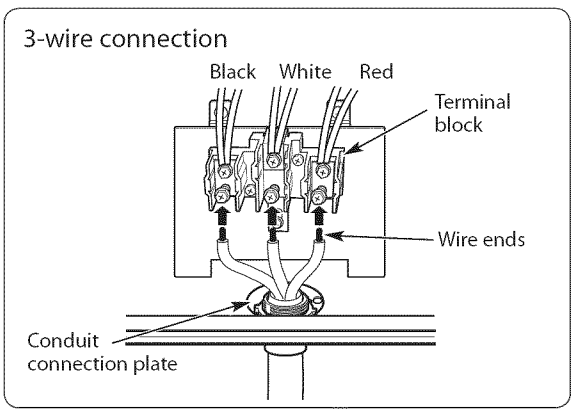

FIgURE 11
1. Loosen the lower 3 screws from the terminal block. Refer to Figure 11.)